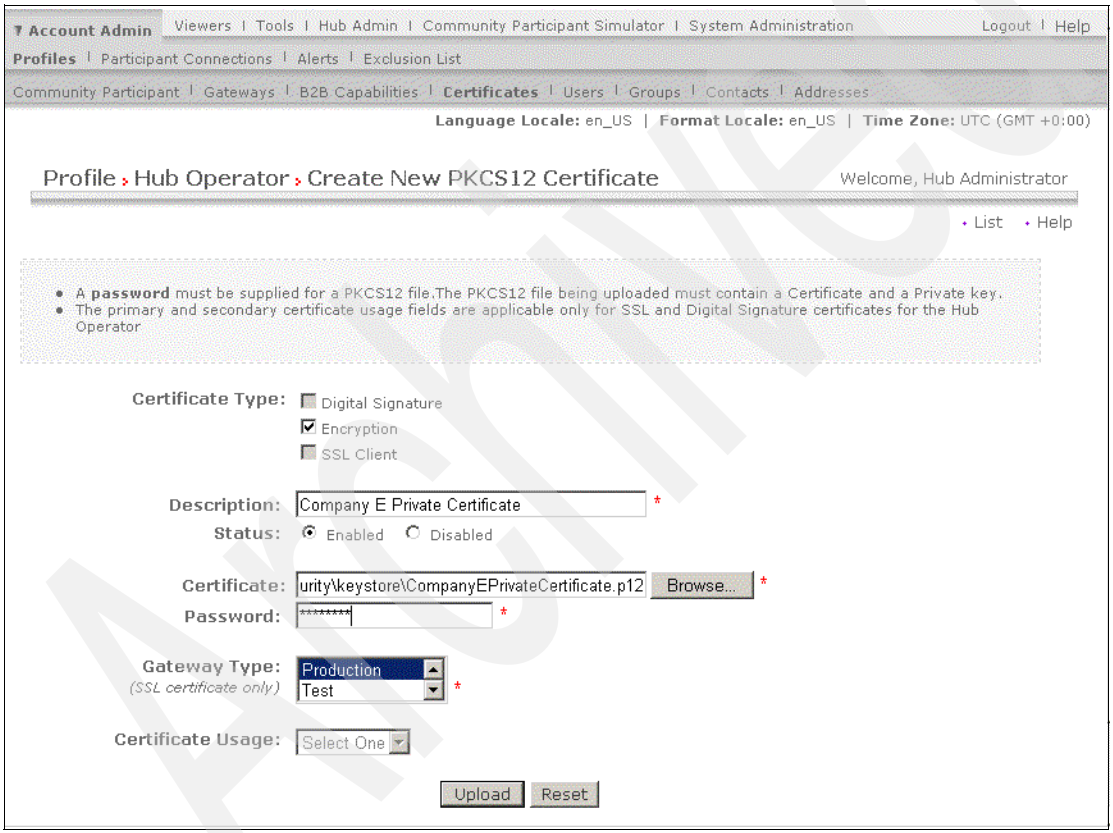

Figure 8-12 Loading the private key file
4. In the Create New PKCS12 Certificate panel (Figure 8-12 on page 218) complete the following tasks: